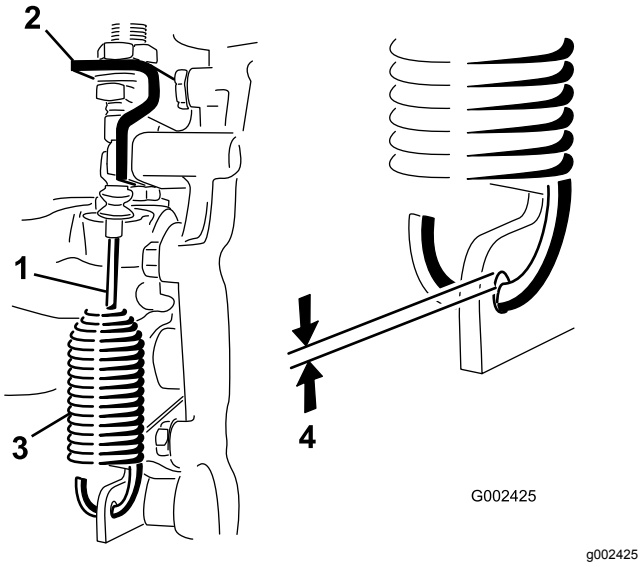

**Figur 45**
2. Løsn de kontramøtrikker, der fastgør differentialelåsens kabel til beslaget på gearkassen (Figur 45).